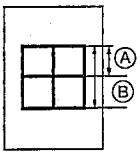

Figure 1-4-3
① Output an A3/11" x 17" VTC pattern in interrupt mode.
② Measure Ⓐ and Ⓑ on the VTC pattern (Figure 1-4-3), and perform the following adjustments if they are different from the correct sizes: